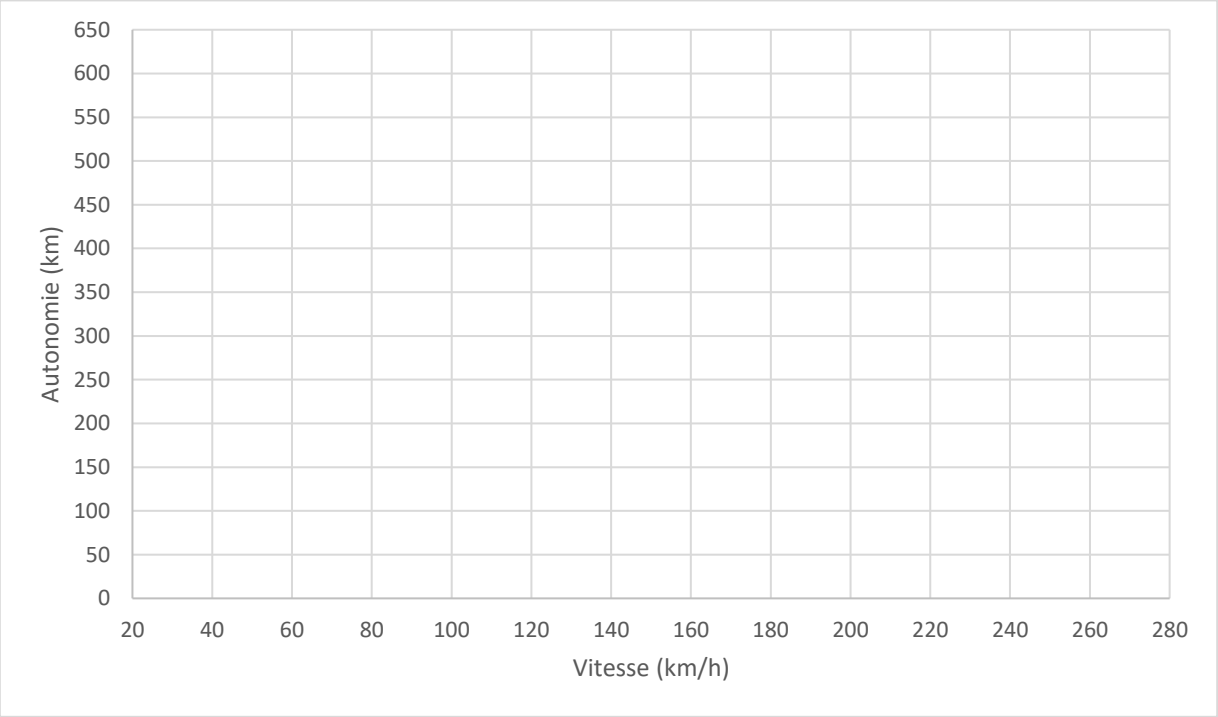

Figure 5 : autonomie = f(vitesse)
2.3 On suppose que l'on peut consommer toute l'énergie théorique de la batterie. Sur la Figure 5, tracez l'allure de la courbe donnant l'autonomie en km en fonction de la vitesse en km/h, de 20 km/k à la vitesse maximale. Pour vos calculs, il faut bien entendu considérer que le véhicule roule à vitesse constante pour chaque calcul.